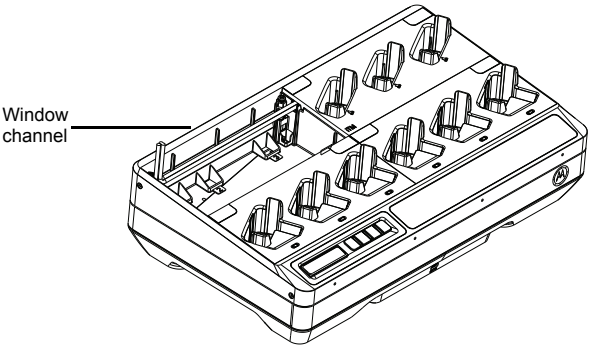

Figure 14: The window channel for the cables.
5. The cable(s) could be fed from the right pocket to the left pocket through a window channel or vice versa (Refer to Figure 14).